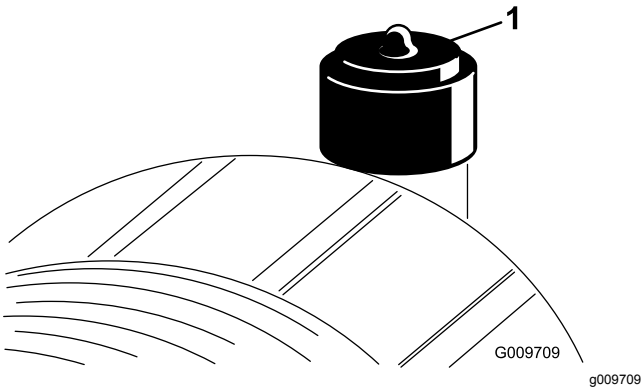

Figur 42
- Bytt ut luftrenserelementet når luftrenserindikatoren (Figur 42) lyser rødt. Ikke rengjør luftfilterelementet for mye.